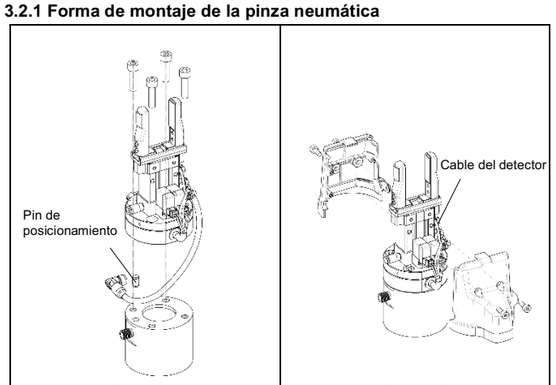

Figura 1 **Figura 2**
- Monte la pinza neumática en la brida como se muestra en la **Figura 1**. Apriete los tornillos Allen a un par máximo de apriete de 6.3 N•m.